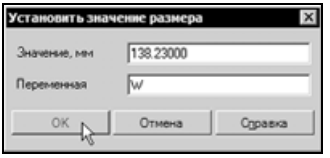

Рис. 5.112
- В диалоговом окне **Установить значение размера** оставьте без изменений значение размера в миллиметрах. В текстовое поле **Переменная** введите имя переменной в виде заглавной латинской буквы W. Щелчком на кнопке **OK** закройте окно (рис. 5.112).